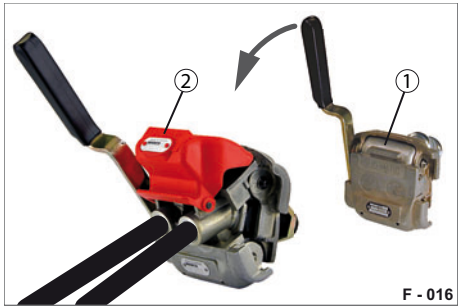

Abb. 22 Duo-Matic, angekuppelt
- ▶ Achten Sie auf saubere Dichtflächen an Kupplungskopf und Schnellkupplungsdose (Abb. 22/1).